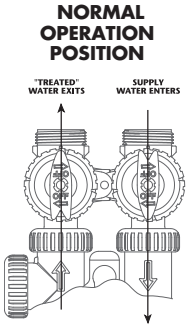

FIGURE 1
1. **Position de fonctionnement normal** Les poignées d'entrée et de sortie sont orientées dans le sens du débit indiqué par les flèches gravées sur la vanne de contrôle. Avec un adoucisseur d'eau, en position de fonctionnement normal, l'eau traverse la vanne de contrôle. Cette position alimente l'entrée de l'unité en eau non traitée lors du cycle de régénération ou de filtration vers le système de distribution **(Fig. 1)**.